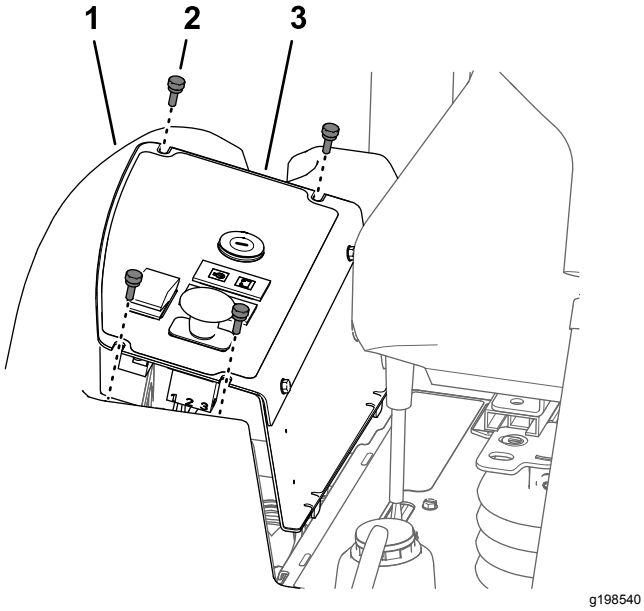

Figur 54
1. Fjern de fire fingerskruer, der fastgør kontrolpanelets plade til brændstoftanken (Figur 54).
2. Løft kontrolpanelets plade op (Figur 54).
3. Tilret hullerne i toppen af kontrolpanelets plade med hullerne i flangen på brændstoftanken (Figur 54).
4. Monter kontrolpanelets plade på flangen på brændstoftanken med de fire fingerskruer (Figur 54), du fjernede i trin 1 i Afmontering af kontrolpanelets plade (side 50).